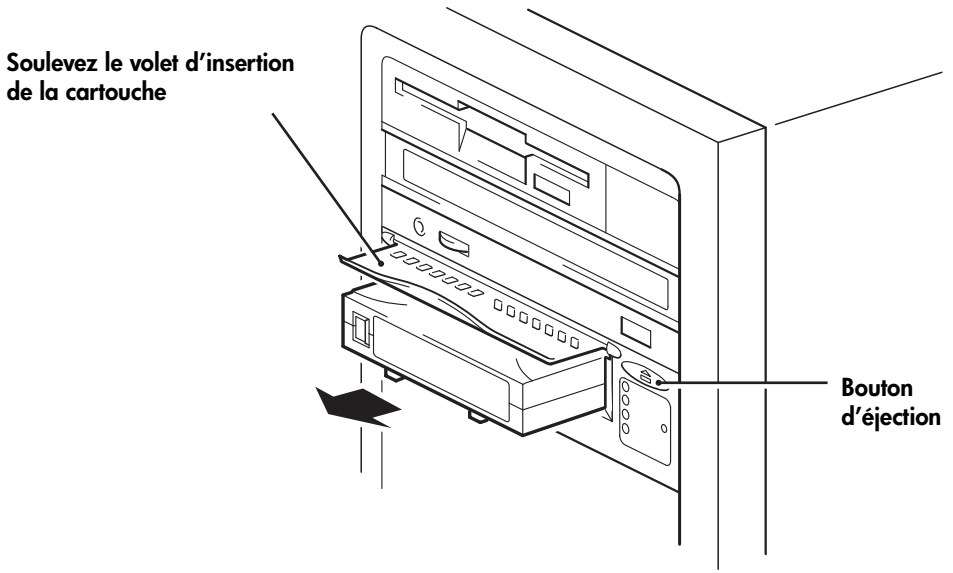

Figure 9b : Déchargement d'une cartouche
1. Appuyez sur le bouton d'éjection de la face avant (voir Figure 9b).